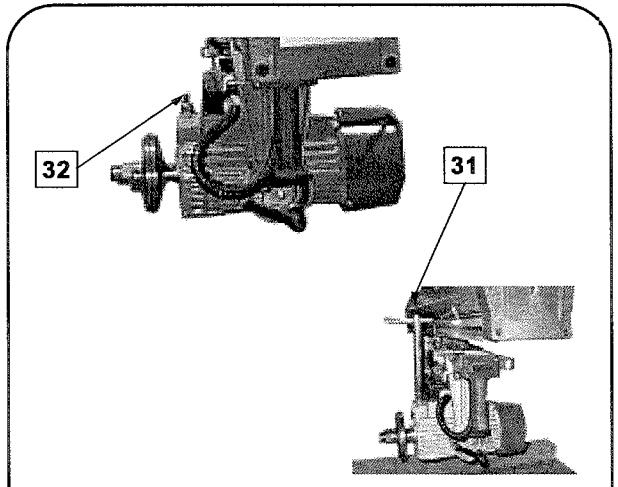

Fig. 20
26. Asportare tramite una chiave a tubo da 17 (**31**), il dado e la rondella (**32**). Fig. 20.
26. Remove the nut and washer (**31**) with a size 17 socket wrench (**32**), Fig. 20.